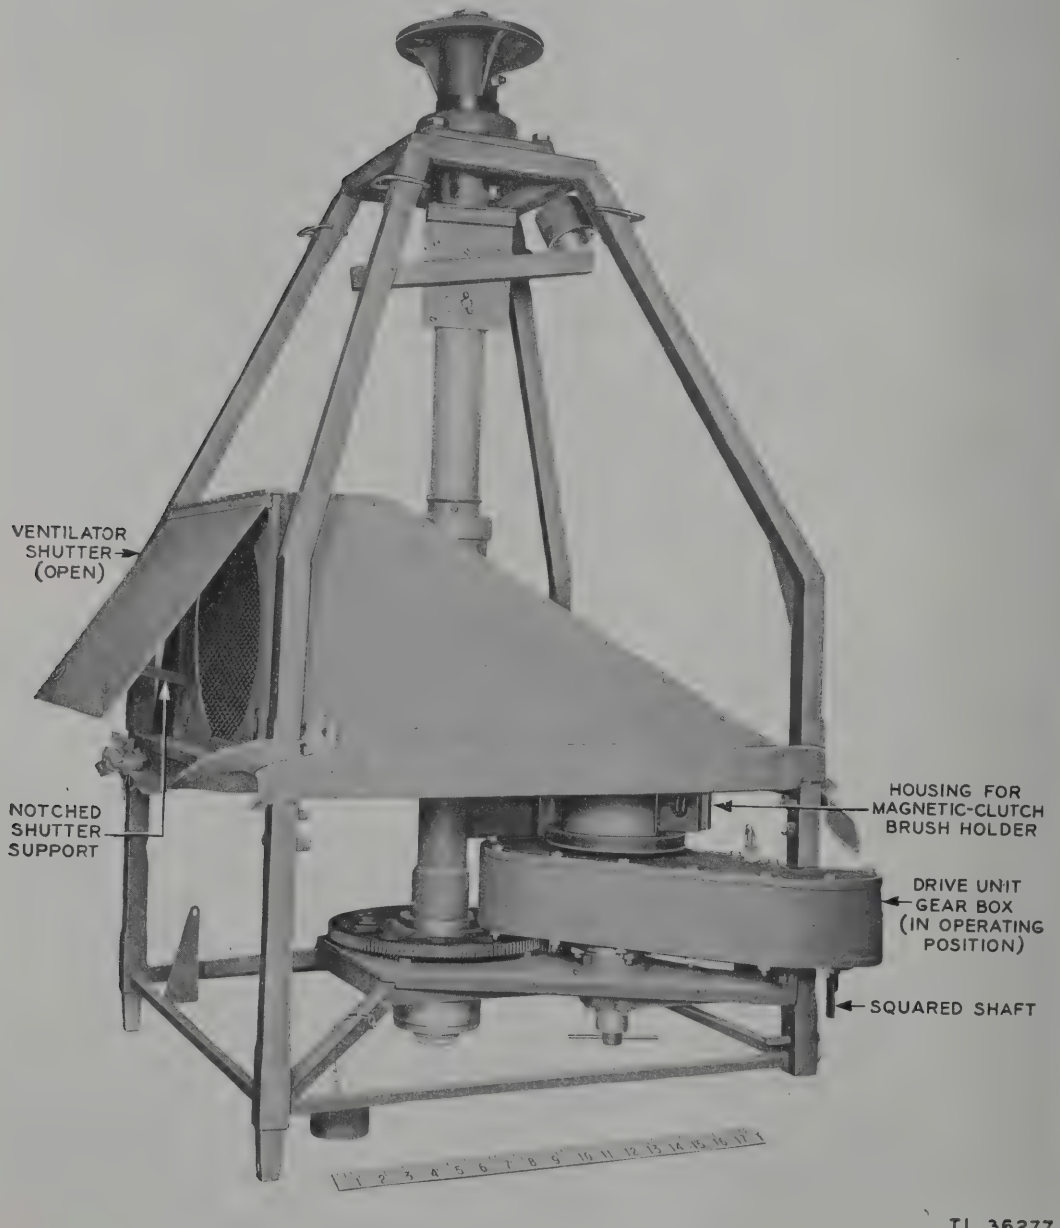

Figure 78. Antenna Drive Unit C-14/TPS-1, front view.
m. Figure 78, Antenna Drive Unit C-14/TPS-1, front view.
(2) Disconnect the flexible shaft at the bottom of the gearbox.
(3) Remove the spring pin and the bolt holding the gearbox to the frame.
(4) To install the gearbox, place it in operating position, insert the bolt and spring pin, connect the flexible shaft to the bottom of the box, install antenna drive downshaft, and fasten the handwheel to the handwheel shaft on the front of the box.
e. Replacement of Tent Ventilating Assembly (fig. 78). (1) Collapse the tent on the ventilator outlet side. Use the antenna packing case to climb to the outlet.
(2) Lift the outlet cover to the wide-open position and take off the six machine screws holding the ventilator in the plywood opening.
(3) Unscrew the male connecting plug from